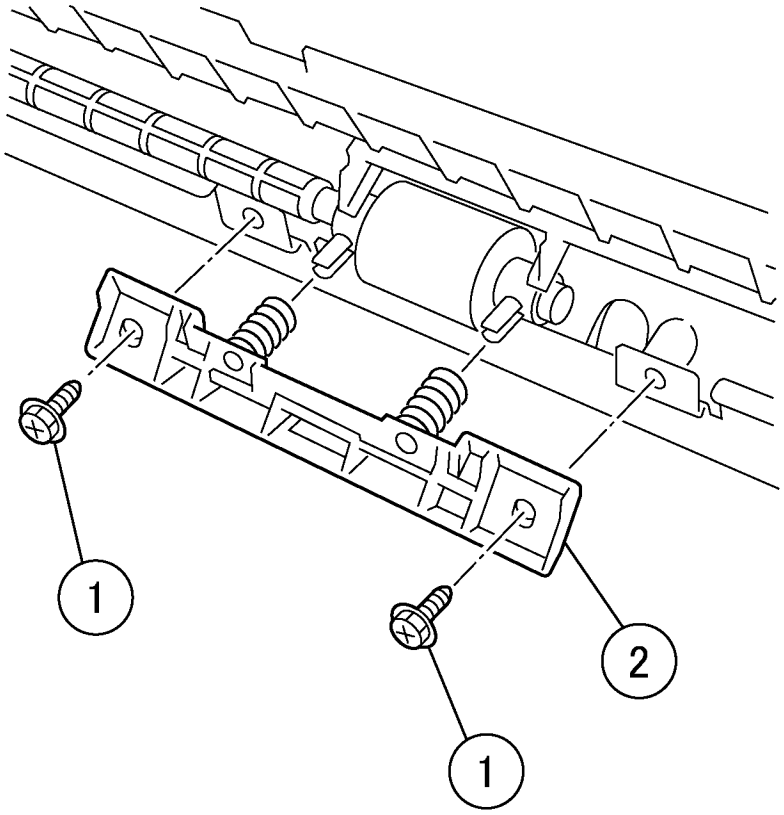

Рисунок 2 Снятие планки (j0ch41521)
3. Снимите планку (рисунок 2).